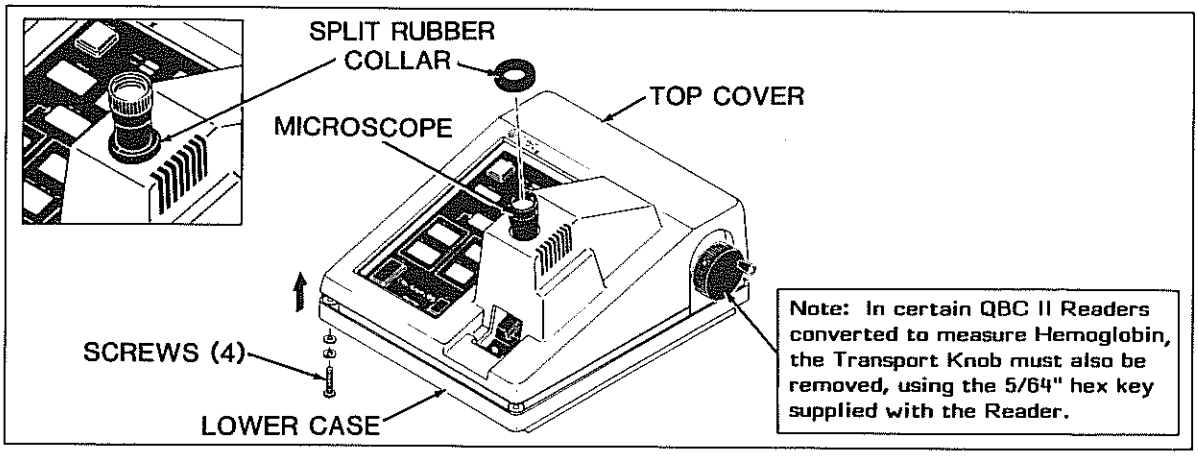

Figure 5.1. Top Cover Removal Details.
b) Referring to Figure 5.1, remove the rubber grommet from the Microscope.
Referring to Figure 5.1, re-install the top cover and rubber microscope grommet.